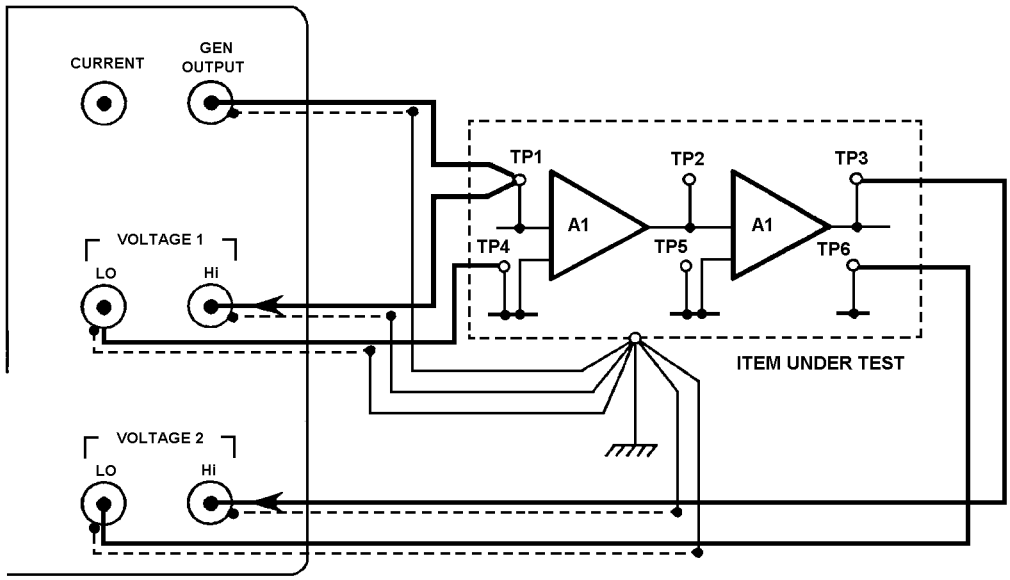

Figure 6.3 - Typical use of differential voltage inputs
b) between a test point and signal ground, as in the example shown in Figure 6.3.